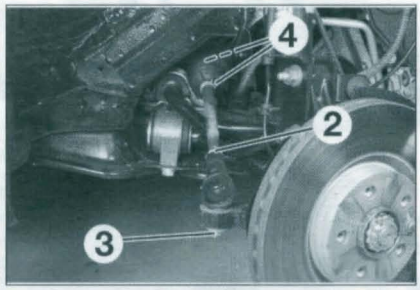

Figure 5-9
• Débloquer le contre-écrou (2) de biellette de direction **(figure 5-9)**.